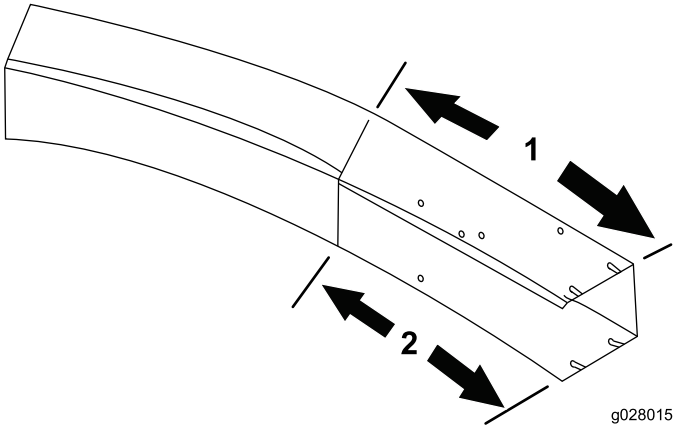

Figur 18
1. Brug et tapemål, og markér slisken ved at bruge de mål, der er vist i Figur 18.